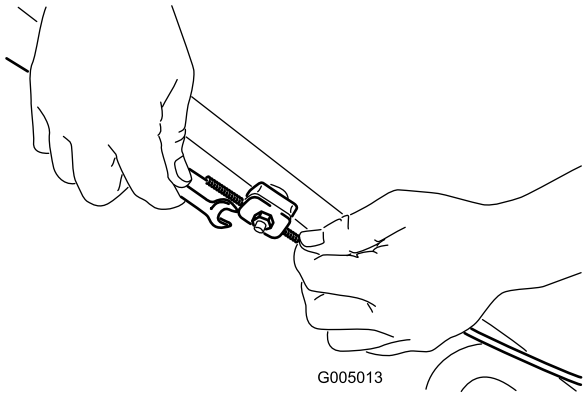

Figur 23
1. Lossa muttern som håller fast kabeln (Figur 23).